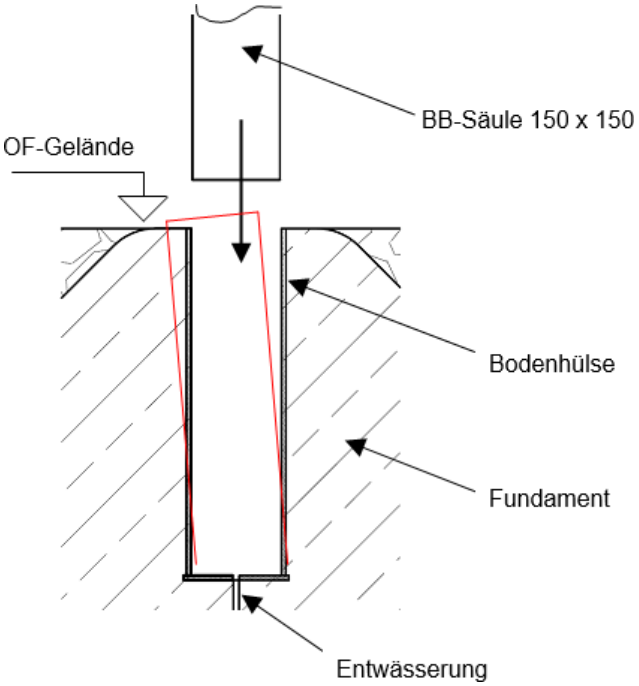
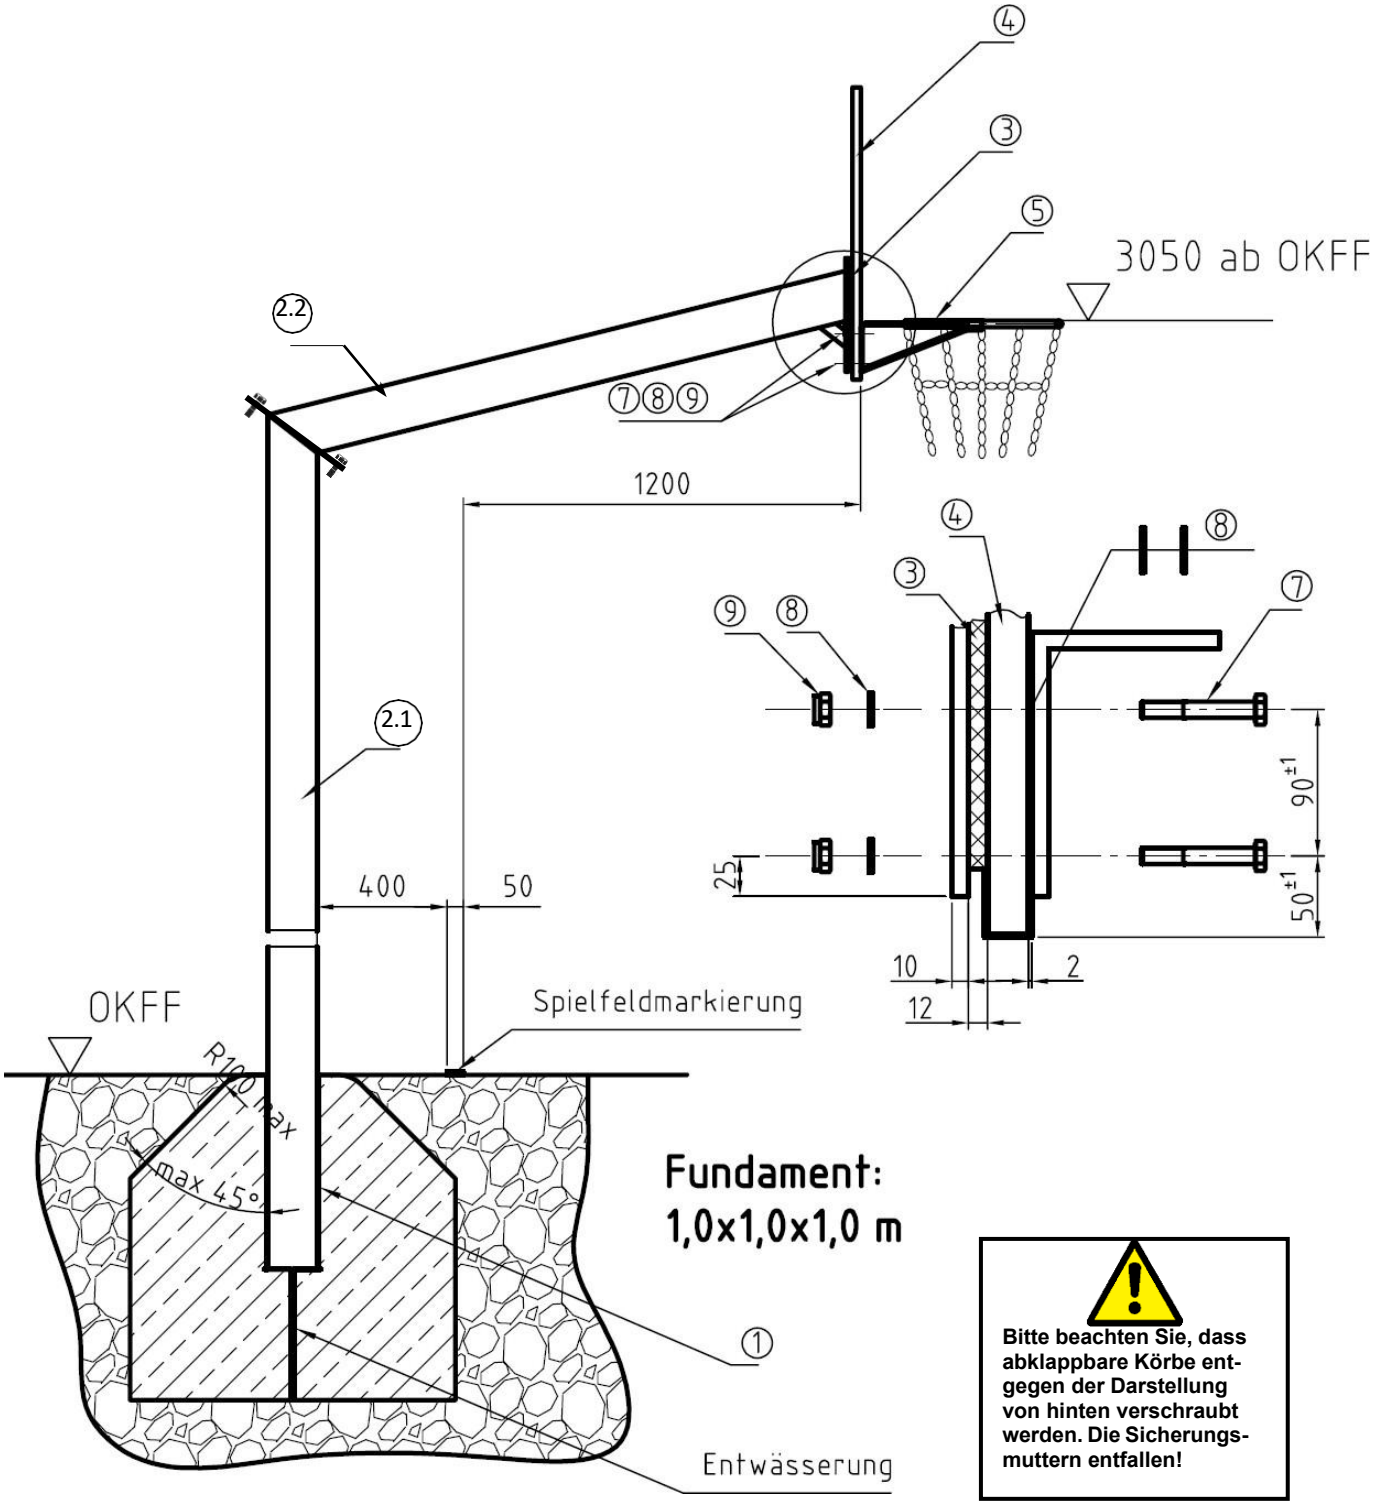

Abb.1: Einbau Bodenhülse
Abb. 2: Fair Play 2.0-Anlage ohne Höhenverstellung
Die Bodenhülse (1) in Betonfundament (wie dargestellt oben abgerundet, 1x1x1 m) oben bündig abschließend einsetzen (siehe Abbildung 1). Die Bodenbuchse ist rechtwinklig zur Spielfeldlinie zu platzieren. Die Bodenbuchse muss 4–5 mm nach hinten geneigt sein, um die kopflastige Neigung der Anlage auszugleichen. Um die Lebensdauer Ihrer Anlage zu verlängern, sollte der Ablauf des Regenwassers gewährleistet sein. Dieses kann über einen Ablaufkanal unterhalb der Bodenbuchse realisiert werden oder über ein ins Fundament eingesetztes Leerrohr. (Montagezeichnung siehe Abb. 2)
Das Basketballbrett (4a, 4b) und den Korb (5a, 5b) entsprechend der Abbildung 2 mit Maschinenschrauben M 10x80, Mutter und Scheibe (7, 8, 9) anschrauben (Variante a: von vorn-, Variante b: von hinten verschrauben). Dabei ist die Dämpfungszwischenlage (3) als Dämmung zwischen der Schraubplatte (fest an der Säule) und dem Basketballbrett vorgesehen. Die mitgelieferten Unterlegscheiben ebenfalls wie in Abbildung 2 angegeben zwischen Korb und Brett einfügen.
Der Unterschied in der Montage besteht darin, dass die Unterlegscheiben (8) entfallen können. Zur Montage siehe Abbildung 2.
An der Vorderseite der Verstellung werden die Dämpfungszwischenlage, das entsprechende BB-Brett und der Korb montiert (siehe Abbildung 2 und 3).